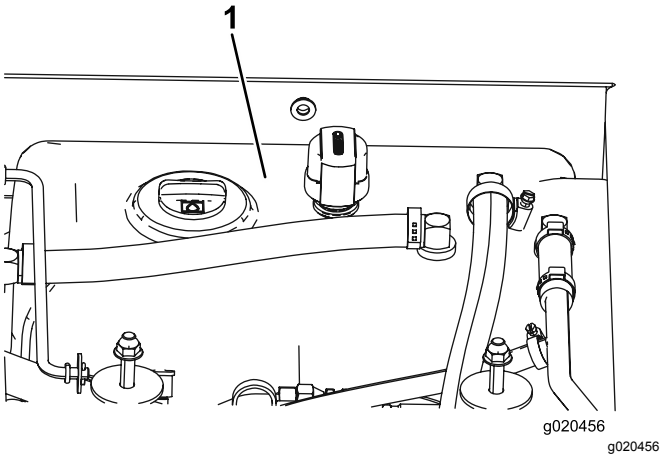

Figur 100
4. Fyll tanken (Figur 100) med hydraulvätska. Se Kontrollera hydraulvätskan (sida 69).